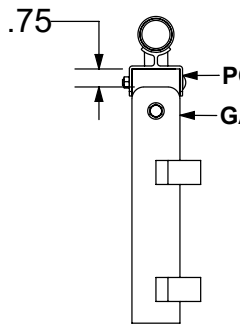
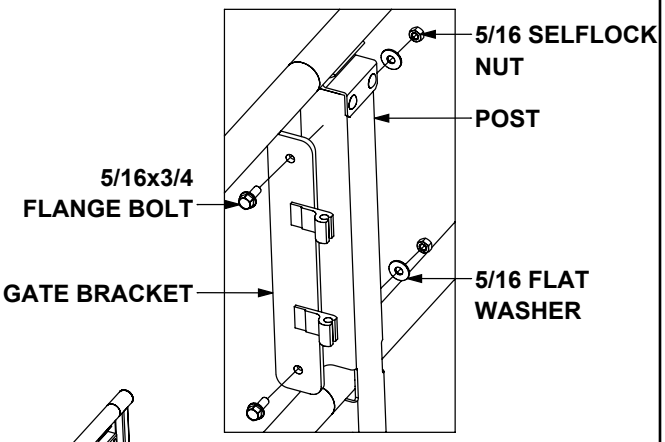

FIG.1A
FIG.1B
STEP 1: Locate gate bracket ¾" of an inch from the top and flush on the edge of the post (FIG.1A). Mark and drill holes in post with a 5/16 drill bit and fasten with 5/16x3/4 flange bolts, 5/16 flat washers, and 5/16 selflock nuts (FIG.1B).